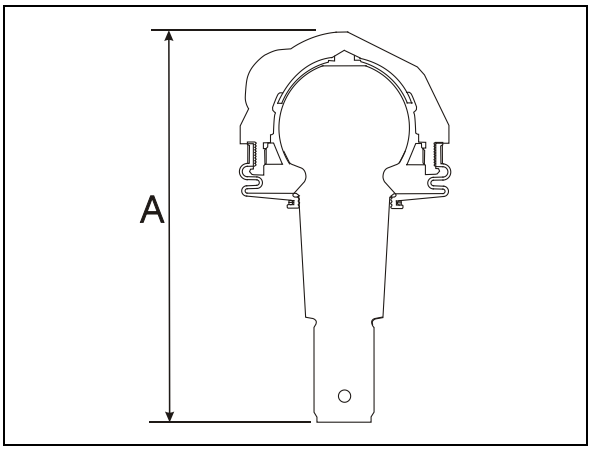

FIGURE 30: UPPER A-ARM BALL JOINT 16116
2. Using a caliper, measure dimension “A” on Figure 30.